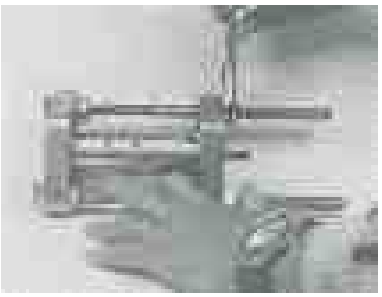

Fig.18
② 特殊締め付け治具でシリンダの継目が密着するまでシリンダ両端面を平行に締め付ける。(Fig.18)